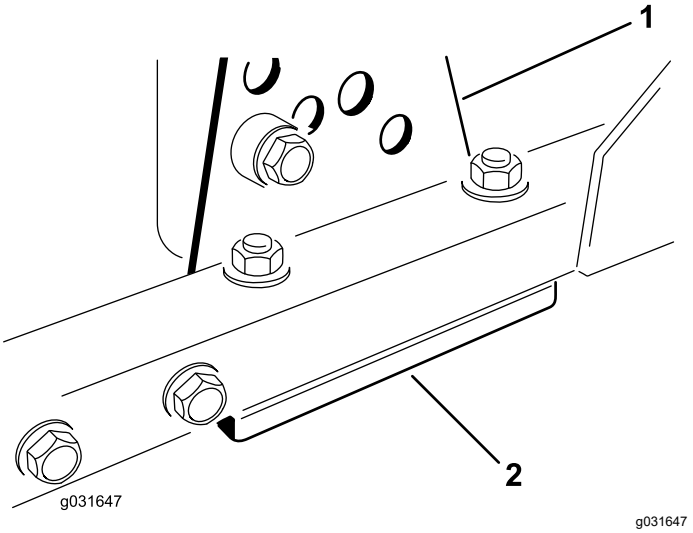

Figur 71
1. Avlägsna klipphöjdsfästet (främre, vänstra eller högra) från klippenhetsramen (Figur 71).
2. Justera mellanläggen på 1,5 mm och/eller 0,7 mm mellan klippenhetens ram och fäste för att erhålla önskad klipphöjd (Figur 71).
3. Montera klipphöjdsfästet på klippenhetsramen med de återstående mellanläggen som monterats under klipphöjdsfästet (Figur 71).